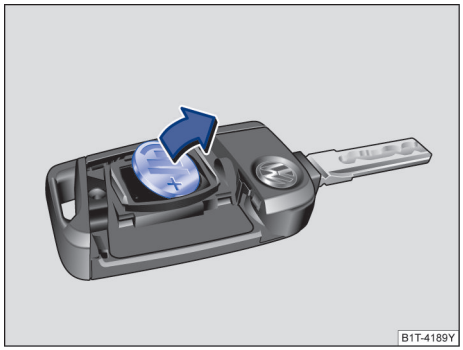

图 54 汽车钥匙：取出旧电池
– 用一合适的扁平器具从电池盒里撬出电池→图 54。
– 安放新电池，然后沿 →图 54 箭头相反方向将其推入电池盒内→ⓘ。